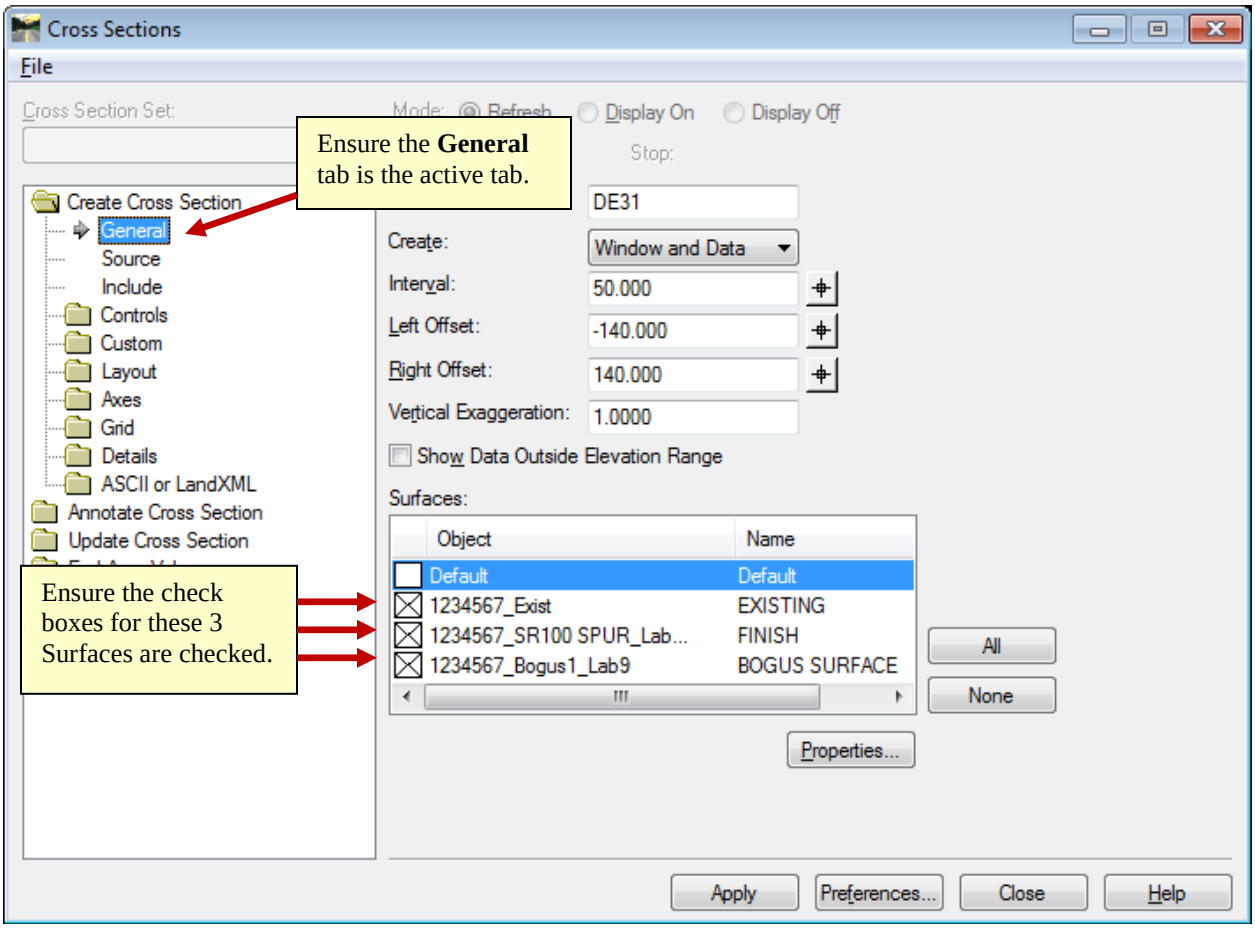

Figure L9-2 Create Cross Section
17.	**Select the Surfaces to View on the Cross Section Sheets.** • In the **Cross Sections** dialog, click the **General** tab to ensure it is the active tab as shown in *Figure L9-2*. • Ensure the check boxes for the following Surfaces are checked as shown in *Figure L9-2*. o ***1234567_Exist*** o ***1234567_SR100 SPUR_Lab9*** o ***1234567_Bogus1_Lab9***